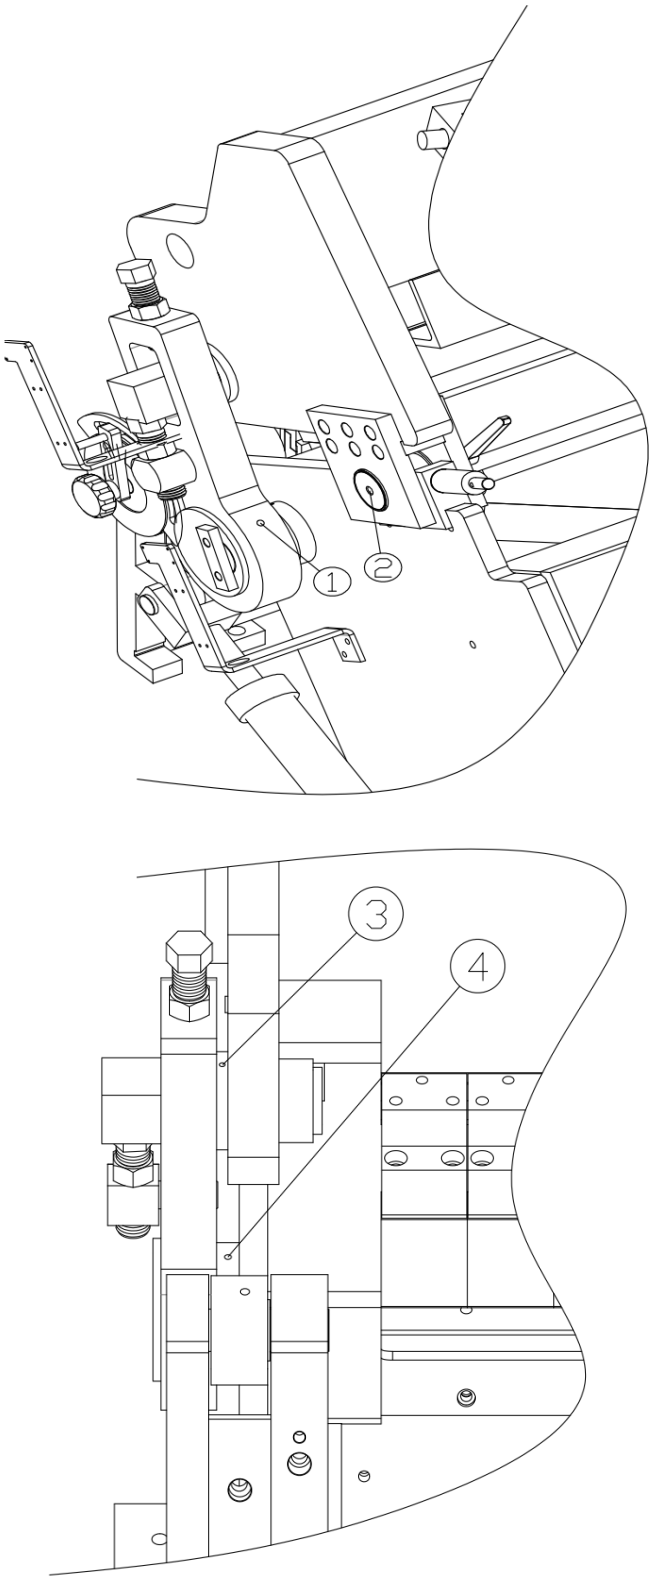

Рис. 6.1
4. Смазать точки 1, 2, 3 и 4 (см. рис. 6.1) не реже четырёх раз в течение рабочей смены. Регулярная смазка этих узлов предотвращает преждевременный износ, снижает трение и обеспечивает плавность хода подвижных частей станка.